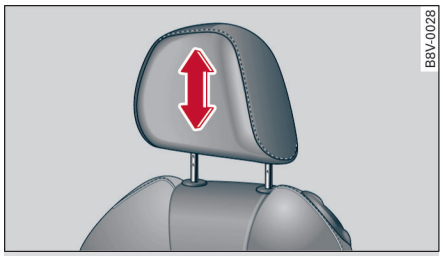

图 63 前座椅：调节系列安装的头枕
- 如要向上/向下调节头枕，请推移头枕，直至感觉到其卡止 ⇨ *图 63*。